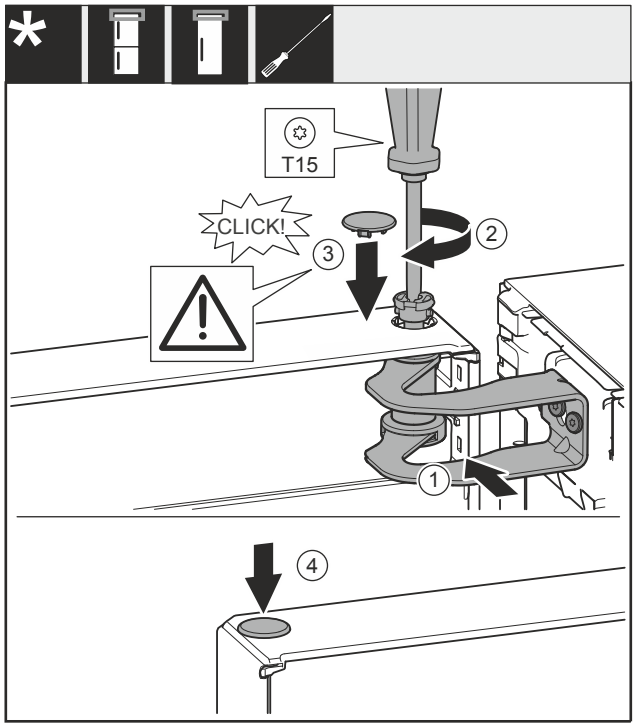

Fig. 24
- ▶ Aligner la porte sur l'ouverture du support de palier *Fig. 24 (1)*.
- ▶ Insérer l'axe *Fig. 24 (2)* et le serrer avec un tournevis.
- ▶ Installer le couvercle *Fig. 24 (3)*.
- ▶ Vérifier que le couvercle *Fig. 24 (3)* repose bien sur la porte.
- ▶ Installer le couvercle *Fig. 24 (4)*.